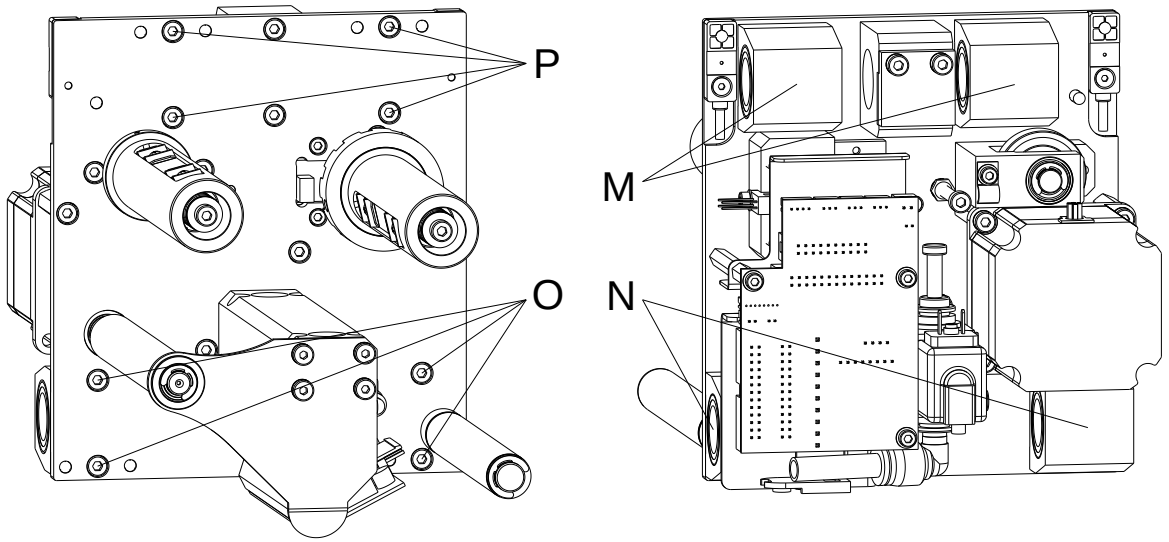

Abbildung 38
5. Zwei Schrauben (C, Abbildung 38) herausdrehen.
6. Schraube (H, Abbildung 38) herausdrehen.
7. Druckschlitten (K, Abbildung 38) festhalten und obere Führungswelle (A, Abbildung 38) inklusive Flansch (B, Abbildung 38) aus der Bohrung in der Seitenwand (G, Abbildung 38) ziehen und abnehmen. Dabei Schieber (L, Abbildung 38) für Nullpunktüberwachung entnehmen.
8. Schrauben (P, Abbildung 38) herausdrehen.
9. Linearlager (M, Abbildung 38) von den Fixierstiften ziehen und abnehmen.
1. Neue Linearlager (M, Abbildung 38) auf die Fixierstifte stecken.
2. Schrauben (P, Abbildung 38) festziehen.
3. Obere Führungswelle (A, Abbildung 38) inklusive Flansch (B, Abbildung 38) durch die Bohrung in der Seitenwand (G, Abbildung 38) führen. Den Schieber (L, Abbildung 38) für Nullpunktüberwachung platzieren und durch die Linearführungen (M, Abbildung 38) des Druckschlittens schieben, dabei Druckschlitten (K, Abbildung 38) festhalten.
4. Schrauben (H, Abbildung 38) festziehen.
5. Zwei Schrauben (C, Abbildung 38) festziehen.